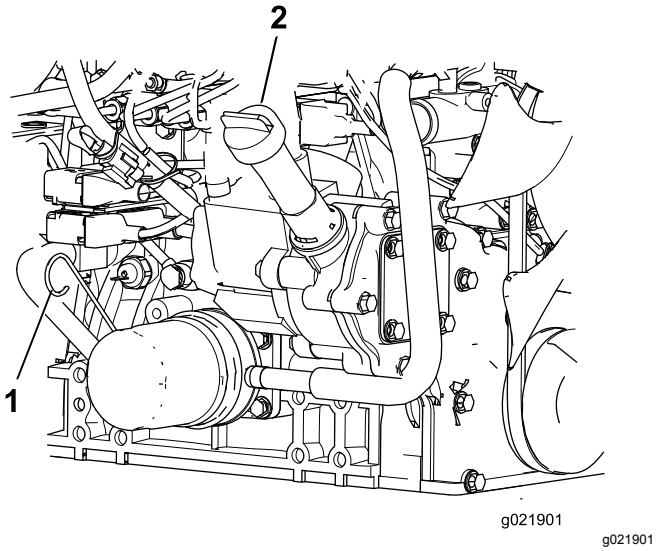

Figur 85
3. Ta ut oljestickan, torka av den, sätt tillbaka den i röret och dra ut den igen. Oljenivån ska ligga mellan markeringarna FULL och ADD (Figur 85).
4. Om oljenivån är låg ska du ta bort påfyllningslocket och fylla på mer olja tills nivån ligger mellan markeringarna FULL och ADD (Figur 85).